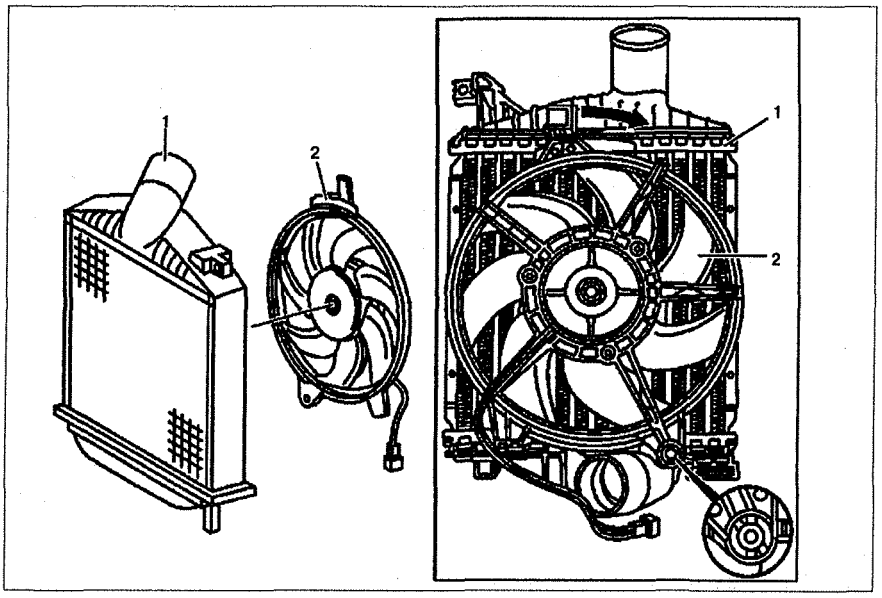

Рис. 5.48. Вентилятор интеркулера:
1. Снимите интеркулер **1** (см.рис. 5.48).